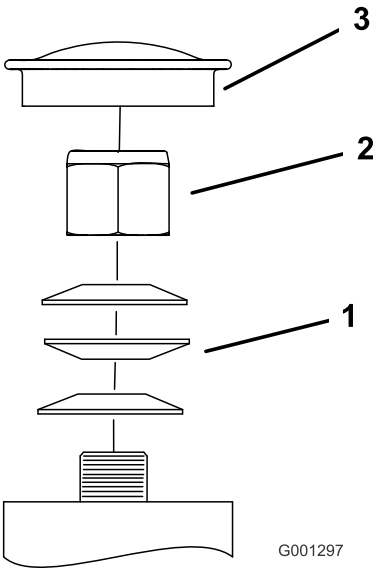

Figuur 69
3. Verwijder de stofkap van het zwenkwiel en draai de borgmoer aan (Figuur 69).
4. Draai de borgmoer aan totdat de veerringen vlak liggen, en draai deze vervolgens een ¼ slag terug om de voorspanning op de lagers correct af te stellen (Figuur 69).
Belangrijk: **Zorg ervoor dat de veerringen goed zijn geplaatst, zoals getoond in Figuur 69.**
5. Plaats de stofkap (Figuur 69).